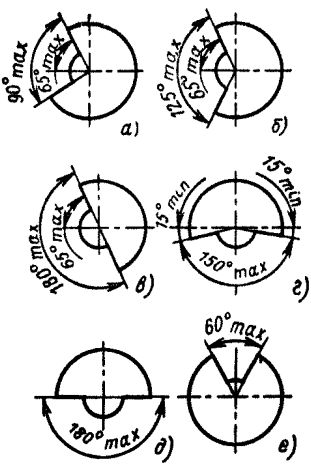

Рис. 13. Наибольшие допускаемые углы раскрытия защитных кожухов для кругов, применяемых на:
29. Расположение и наибольшие допускаемые углы раскрытия защитных кожухов должны соответствовать указанным на рис. 13.